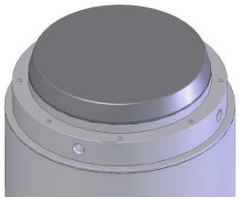

Abbildung 1
1. Abdeckung, Keramikauflagefläche, Keramiksicherungsring (C) und Keramikscheibe (A) reinigen und entfetten.
2. O-Ring (D) leicht schmieren und in die Nut auf der Oberseite der Keramikauflagefläche einpassen.
3. Keramikscheibe (A) mittig auf den O-Ring legen (Abbildung 1).
4. Sicherungsring (C) über der Keramikscheibe (A) platzieren. Kleine Menge niedrigfester Schraubensicherung (z. B. Loctite 222) auf die 8 Schrauben (E) aufbringen.